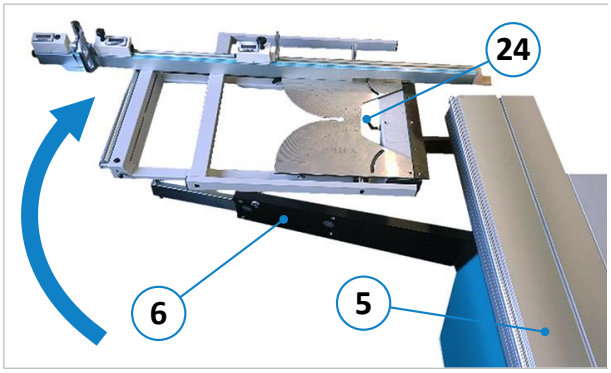
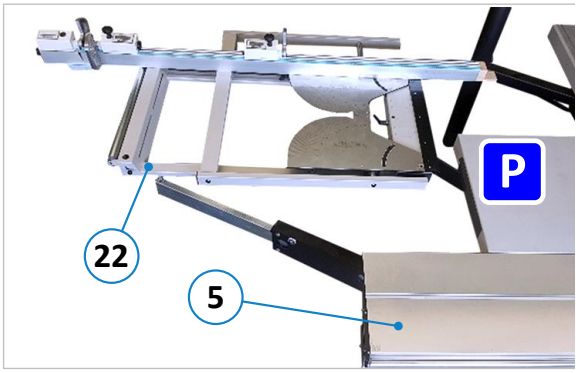

Abbildung 84: Querschlitten wegschwenken
Abbildung 85: Endgültige Parkposition
- Den Querschlitten (**22**) um 90° nach rechts drehen und nun nach hinten wegschwenken, um ihn so in seine endgültige Parkposition hinter dem Rollwagen zu bringen (siehe ⇨ Abbildung 84 und ⇨ Abbildung 85).